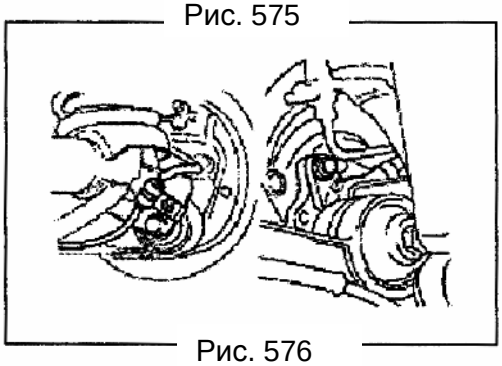

Рис. 576
8) Отсоедините датчики АБС и хомуты проводов с заднего моста (Рис. 576).